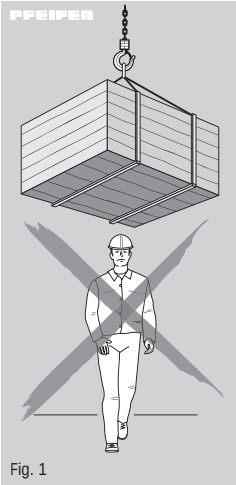

Fig. 1
- Entering the area under a suspended load is not permitted (Fig. 1).